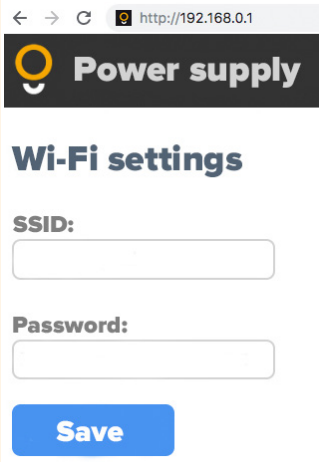

figure 5.9
- In the window that opens, enter the name of YOUR WI-FI network in the «SSID» field, YOUR WI-FI network password in the «Password» field, and click the «Save» button ***(Figure. 5.9)***.